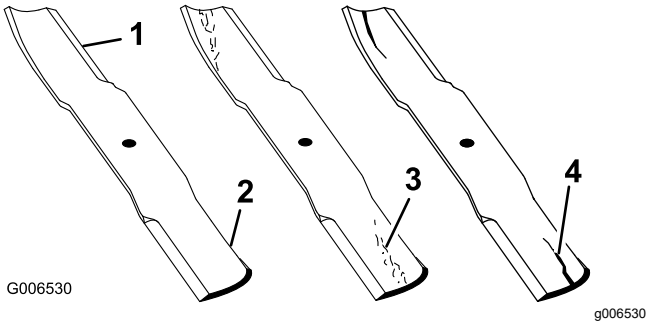

Figur 58
1. Undersøk kniveggene (Figur 58).
4. Hvis du finner sprekker, slitasje eller ser at det begynner å dannes spor i denne delen av kniven, må den skiftes ut øyeblikkelig (Figur 58).